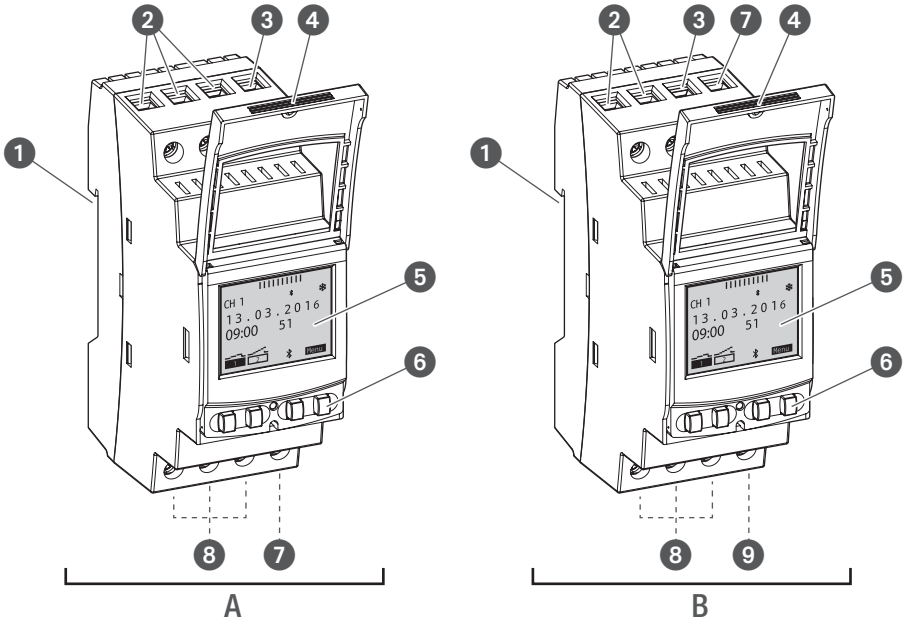

Fig. 1: Interruttore orario
L'interruttore orario è un timer che viene montato con un sistema a scatto su una guida DIN (Fig. 1/❶); questo timer attiva l'apparecchio a cui è rispettivamente collegato. L'interruttore orario dispone di 1 o di 2 canali e può essere comandato mediante un display (Fig. 1/❺) con 4 tasti di comando (Fig. 1/❻). L'interruttore orario può essere programmato manualmente oppure tramite un dispositivo mobile. La frequenza del radiosegnale è di 2,4 GHz e la potenza di trasmissione massima è pari a 1,8 mW.